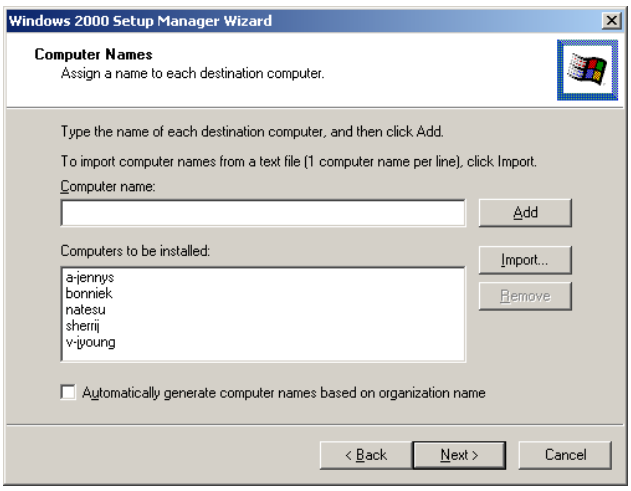

Figure 2. The Computer Names dialog box in the Setup Manager Wizard allows administrators to specify the names of the computers to be added to the system.
- **Define computer names**. When an administrator enters multiple names in the Computer Names dialog box (Figure 2 below) during the setup process, Setup Manager automatically generates the UDF file that is required in order to add those unique names to each system during setup. If the administrator imports names from a text file, Setup Manager creates one UDF file for all the names. The administrator can also set an option to generate unique machine names, allowing for a fully automated process in a new installation scenario.